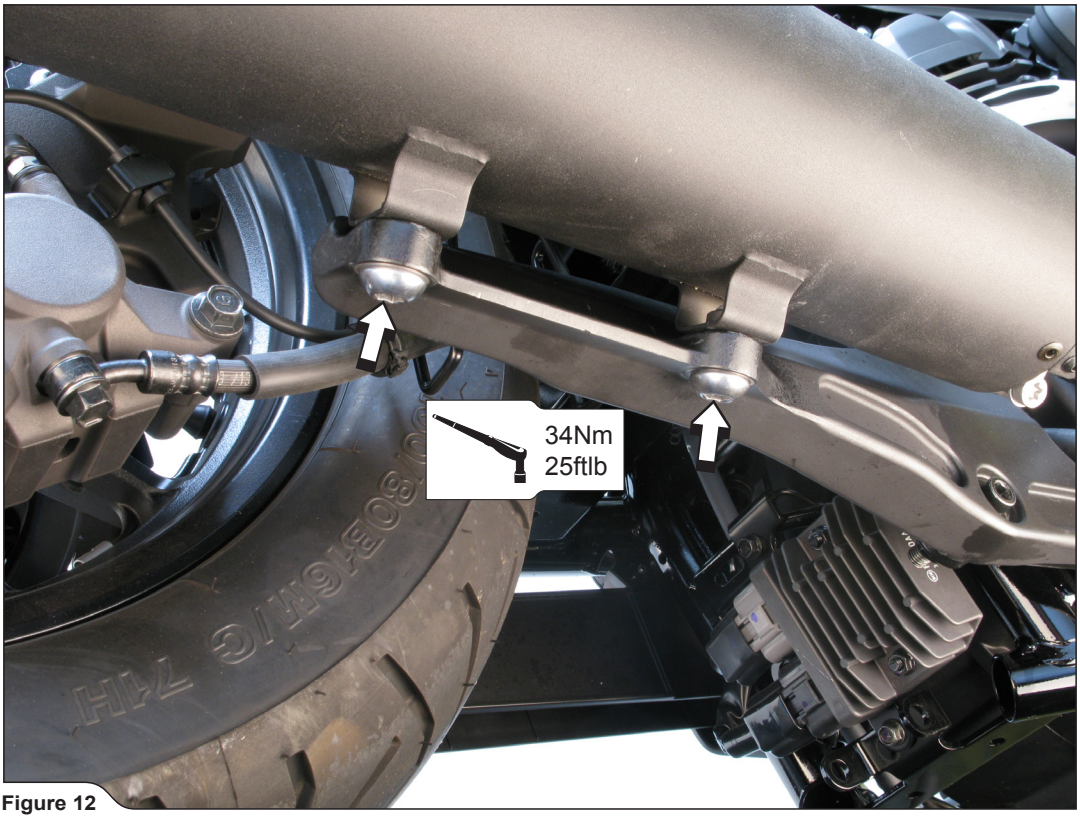

Figure 12
5. Align the muffler and tighten it onto the bracket, using stock bolts **(Figure 12).**